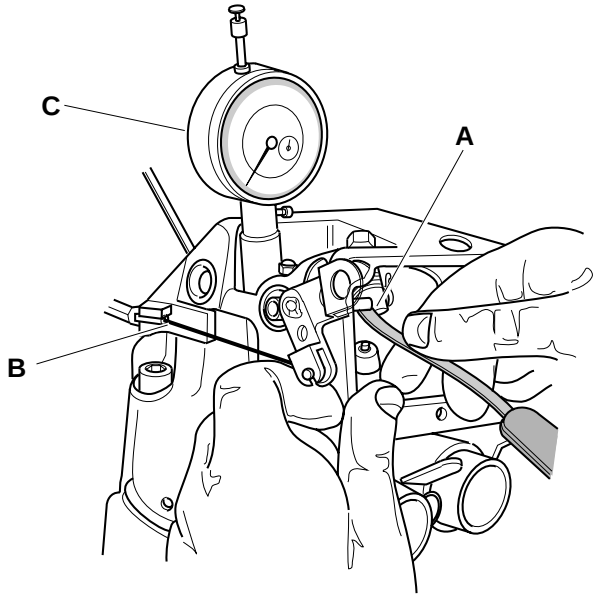

Fig. 40
1. Posizionare il pistone al P.M.S. (punto morto superiore) mediante comparatore "C" (Fig.40).
3. Se necessario procedere alla regolazione con il registro a filo "B" (Fig.40).
1. To place the piston on the P. M. S. by means of comparator "C" (Fig. 40):
3. If necessary proceede to adjustment with the regulator at thread "B" (Fig. 40).
1. Den Kolben auf den oberen Totpunkt durch Komparator "C" einstellen (Abb.40):
3. Wenn nötig die Einstellung durch Drahtstellelement "B" vornehmen (Abb.40).
1. Positionner le piston sur le point mort haut par comparateur "C" (fig. 40).
3. Si besoin est, régeler avec l'élément de réglage à fil "B" (fig.40).